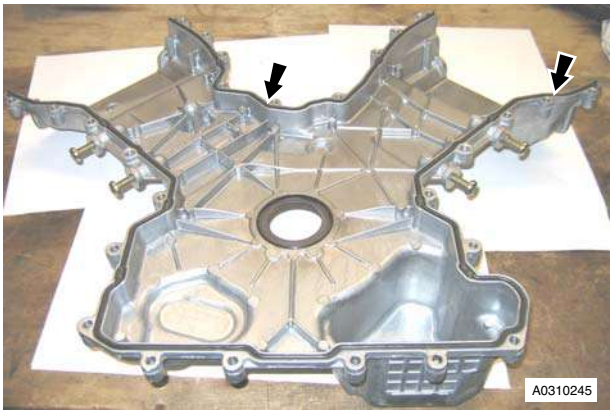

Figure 7
50. Remove the outer and inner rubber seals from timing cover (Refer to Figure 7).